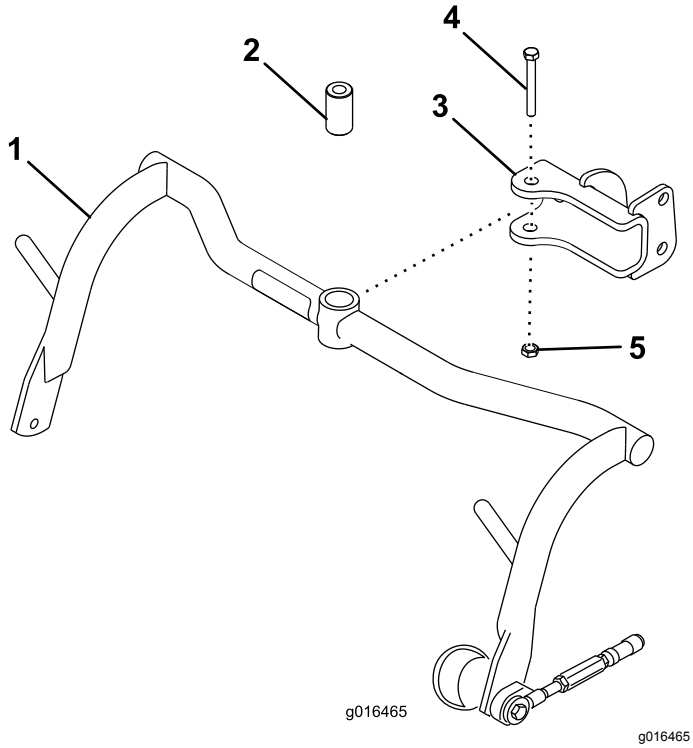

Rysunek 8
1. Zamontuj zespół ramy nośnej do każdego uchwytu widełkowego używając tulei dystansowej, śruby (1/2 x 3 1/4 cala) oraz nakrętki zabezpieczającej (1/2 cala), patrz Rysunek 8. Dokręć z momentem od 91 do 113 N·m.